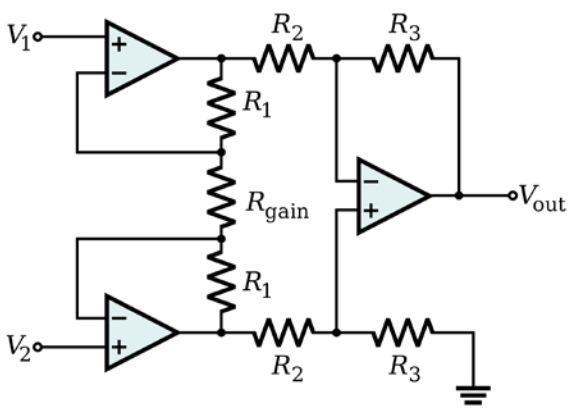

Figure 3: An inside look at an instrumentation amplifier.
The ECG signal is a small voltage difference between two electrodes on the order of a few millivolts. An instrumentation amplifier (IA) can be used to take the difference between the voltages of two electrodes and gain up the resulting difference so it can be seen on an oscilloscope and sampled by an Analog-to-Digital converter (ADC). The INA114 or AD620 (devices are pin for pin equivalent) is made up of 3 op-amps: two op-amps at the inputs that buffer the input signals and a third op-amp that acts as a differential amplifier (see Figure 3). Because the IA has high input impedance like an op-amp, little current flows from the input voltages V_1 and V_2 and little voltage is dropped across its source resistance, so you can assume that it takes the difference between the voltages placed at its inputs.